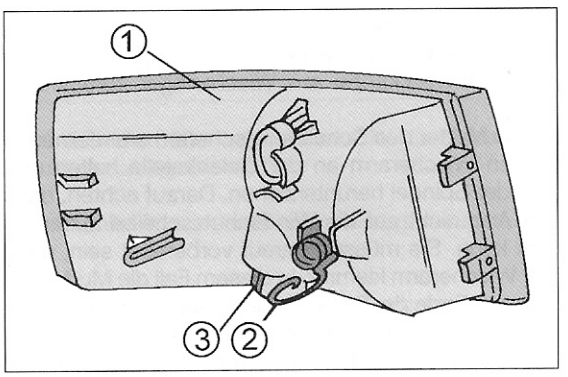

Bild 322
Falls eine Blinkleuchte oder die Glühlampe erneuert werden muss, die Feder (2) in Bild 322 herausziehen und die Blinkleuchte nach vorn herausziehen. Nach Abziehen des Steckers kann die Blinkleuchte vollkommen abgenommen werden. Die Glühlampe wird durch Hineindrücken und Verdrehen erneuert.